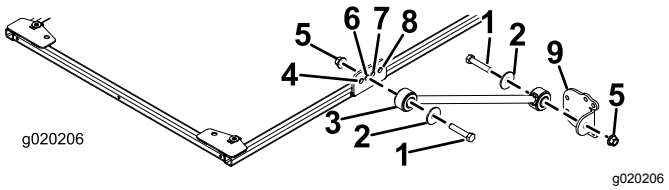

Figure 27
3. De chaque côté du cadre du pare-soleil, fixez légèrement un raidisseur dans le deuxième trou du support de raidisseur à l'aide d'un boulon (1/2" x 2-1/2"), d'une rondelle (1/2") et d'un écrou à embase (1/2"), comme montré à la Figure 27.
4. Fixez légèrement un support à chaque raidisseur à l'aide d'un boulon (1/2" x 2-1/2"), d'une rondelle (1/2") et d'un écrou à embase (1/2"), comme montré à la Figure 27.